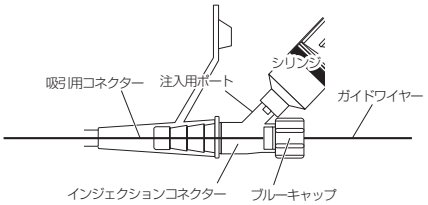
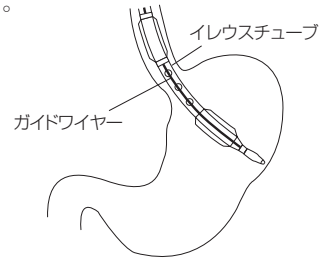

図8
図9
4. 吸引用コネクターにインジェクションコネクターを押し込んで接続する（**図8**）。
5. ブルーキャップを締めて、注入用ポートからホワイトキャップを取り外し、注入用ポートにシリンジを取りつける（**図8**）。滅菌蒸留水をチューブ先端から流出するまで十分に30mL 以上注入する。
8. 経鼻的に本品を挿入する。X線透視下で確認しながら本品が胃まで到達（**図9**）したら、インジェクションコネクターの注入用ポートにシリンジを接続し（**図8**）、必要に応じ胃内容物を吸引する。